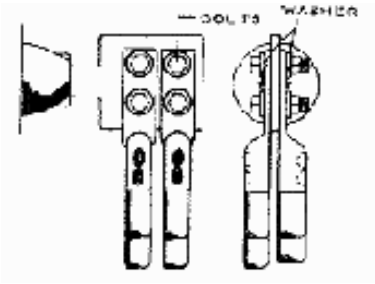

Figure 4
1. *Figure 4 – Compression connections will accommodate up to four cables with a maximum individual lug width of 1¼ inch.*